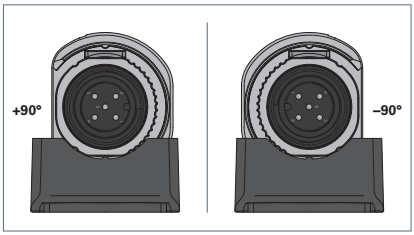

Fig. 7: Gerät ausrichten bei -90° oder +90°.
▶ Drehen Sie das Gerät in einen Winkel von genau -90° oder +90°, siehe Fig. 7.